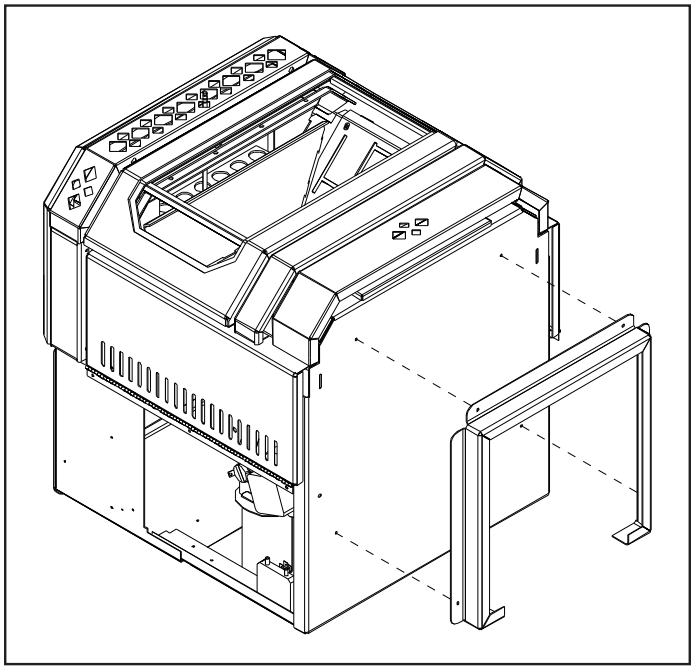

Figure 11: Installing pedestal onto unit.
4. Back the four (4) 5/16" hex head screws in the base off three (3) to four (4) full turns.
5. Secure the pedestal to the unit by tightening the four (4) 5/16" hex head screws around the outside of the pedestal (see Figure 11).